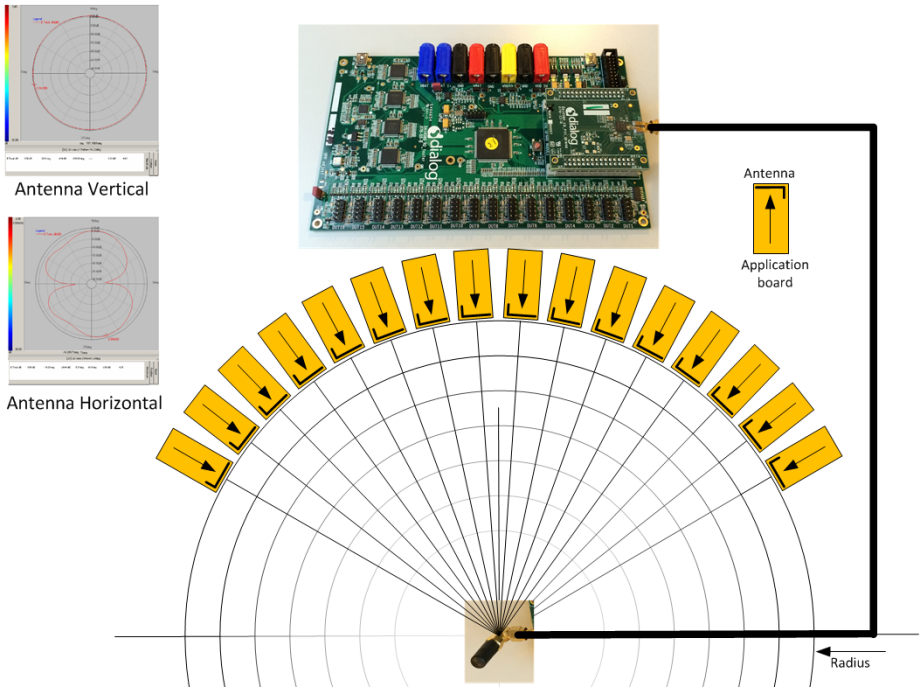

**Figure 156: Possible Solution of Antenna on Cable and Fixed Radius of DUTs to Antenna**
- A vertical GU antenna has different characteristics from a horizontal one. See Figure 156.